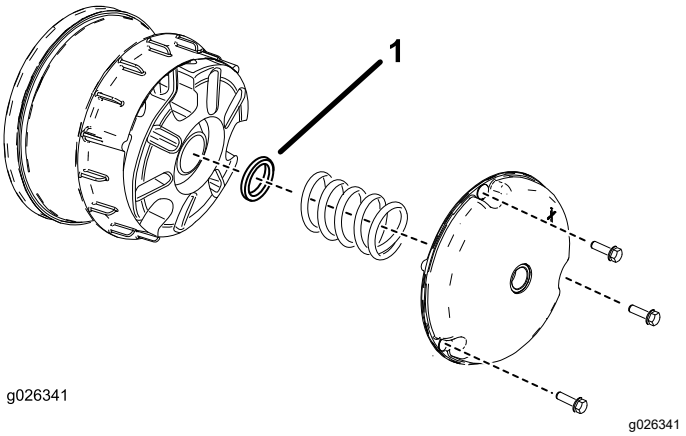
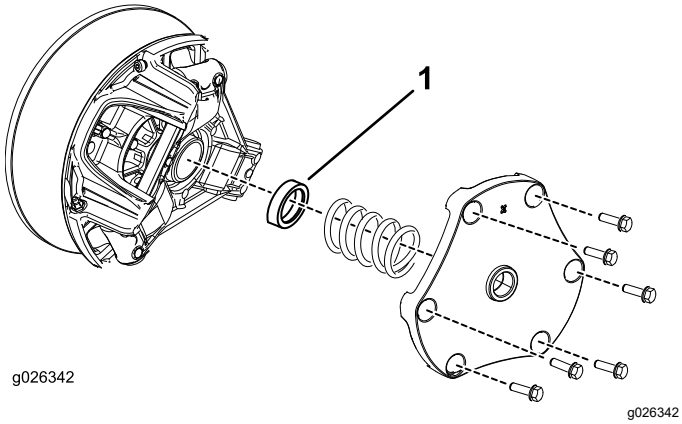

Figura 12
Figura 13
1. Retire os parafusos que prendem a cobertura principal da embraiagem como se mostra na Figura 12 e na Figura 13.
2. Retire a mola e elimine o espaçador (consulte a Figura 12 e a Figura 13)